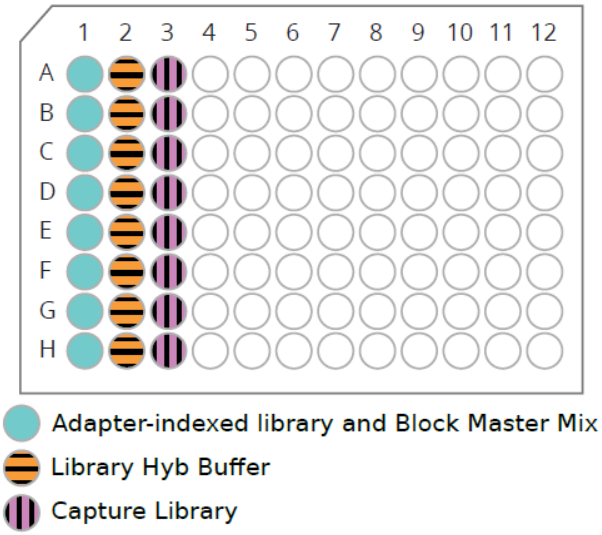

Figure 6. Capture Library in “Column 3”.
d. After the incubation of Library Hyb Buffer at 65°C for 3 min, put the previously prepared **Capture Library Mix PCR tube*** (**Step 3c**) into the thermal cycler (e.g. column 3, see Figure 6) and incubate at **65°C** for **2 minutes**.